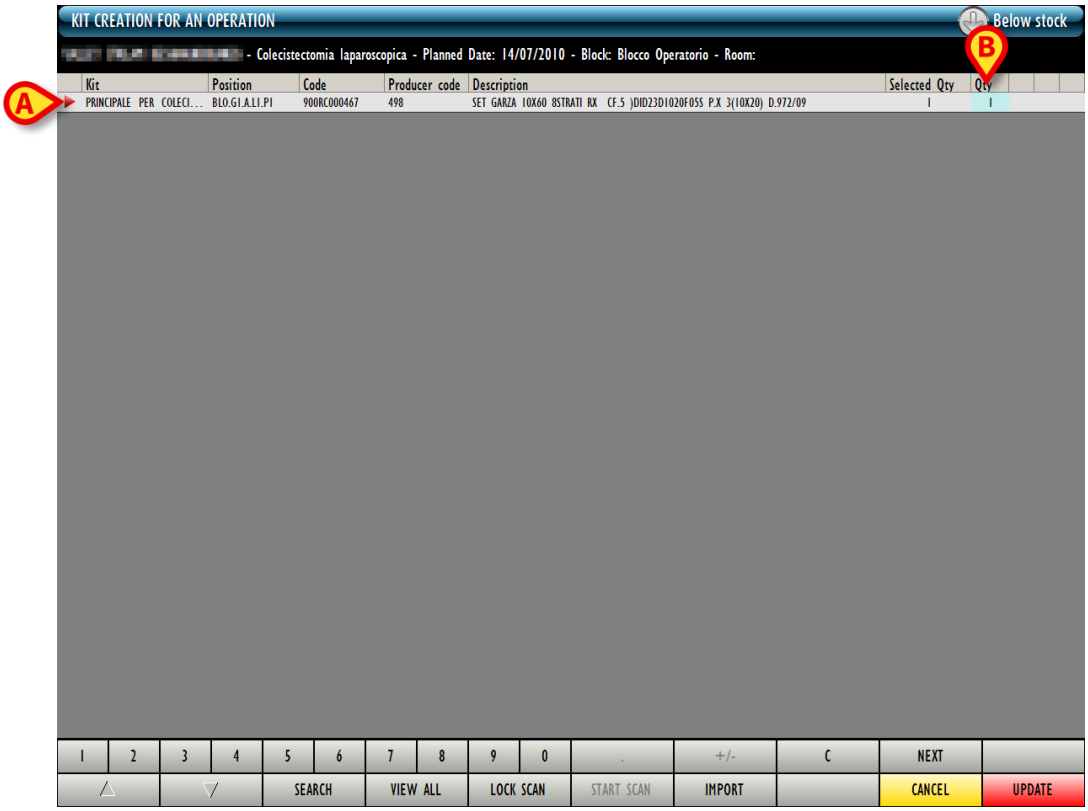

Fig 191
A row will be added to the table on the "Kit creation screen", corresponding to the selected resource (Fig 191 **A**).
- Specify the resource quantity in the "Quantity" field (Fig 191 **B**).
Access the "Kit creation" screen (Fig 191),